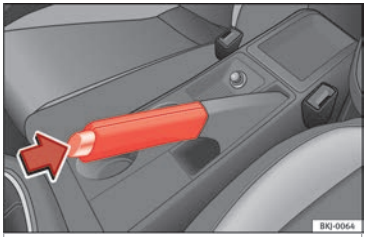

Fig. 151 Handbrake between the front seats.
– Pull the handbrake lever up firmly ››› Fig. 151.
– Pull the lever up slightly and press the release knob in the direction of the arrow ››› Fig. 151 and guide the handbrake lever down fully ››› ⚠.